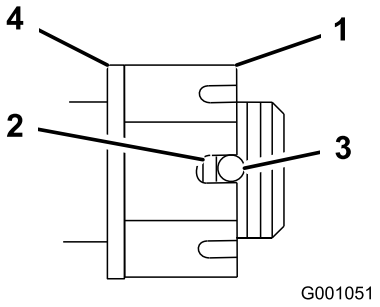

**Figur 49**
4. Spænd møtrikken med udskæring til 170 Nm (Figur 49).
5. Kontroller afstanden fra bunden af udskæringen i møtrikken til hullets indvendige kant. To gevind eller mindre skal være synlige (Figur 49).
7. Spænd møtrikken med udskæring til 170 Nm (Figur 49).
8. Spænd møtrikken, indtil næste sæt udskæringer rettes ind med hullet i akslen (Figur 49).